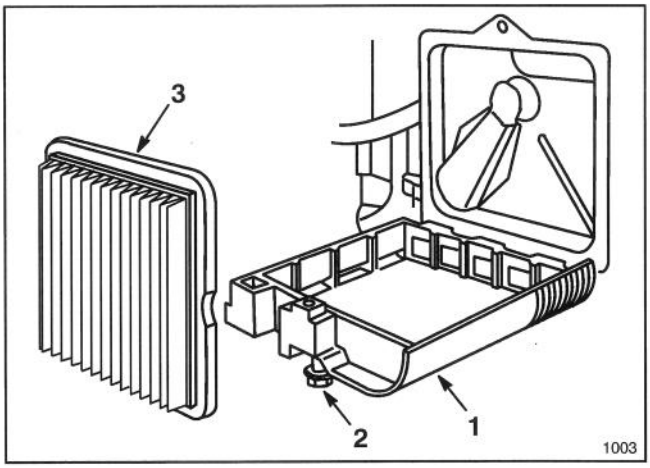

Figure 14
2. Remove screw securing air cleaner cover to engine (Fig. 14). Tilt air cleaner cover down and clean cover thoroughly.
3. Remove paper air cleaner filter (Fig. 14) and discard.